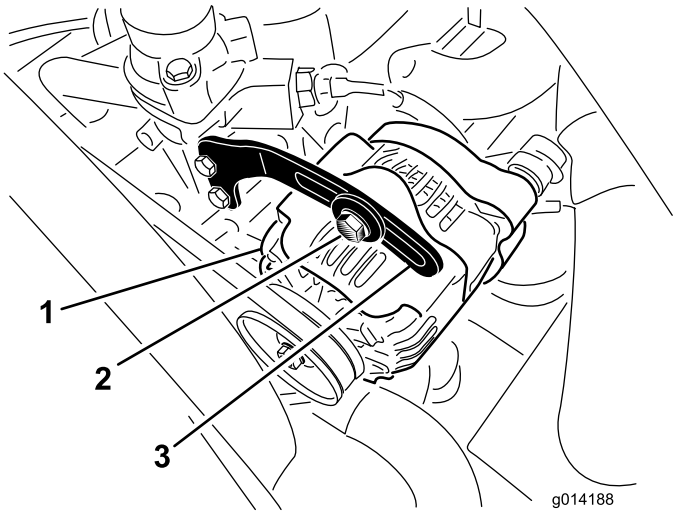

Figur 45
2. Kontroller generatorremmens tilspænding ved at trykke den ned (Figur 45) midt mellem generatoren og krumtapakslen med en belastning på 10 kg.
3. Løsn bolten, der fastgør afstiveren til generatoren (Figur 45), samt generatorens drejebolt.